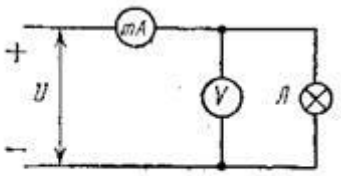

Рис. 9. Схема для снятия вольтамперной характеристики лампы накаливания
Расчет нелинейных электрических цепей обычно выполняется графически. При графическом методе расчета неразветвленной электрической цепи с одним (рис. 9) или двумя последовательно соединенными нелинейными элементами накаливания Л1иЛ2 (рис. 10) поступают следующим образом. На графике (рис. 11) вычерчивают вольтамперные характеристики каждой лампы: $I_1=f(U_1)$ и $I_2=f(U2)$.Для построения общей вольтамперной характеристики
1. Собрать схему по рис. 9 с лампой 25 Вт и дать проверить ее преподавателю.
4. Собрать схему по рис. 9 с лампой 40 Вт и снять ее вольтамперную